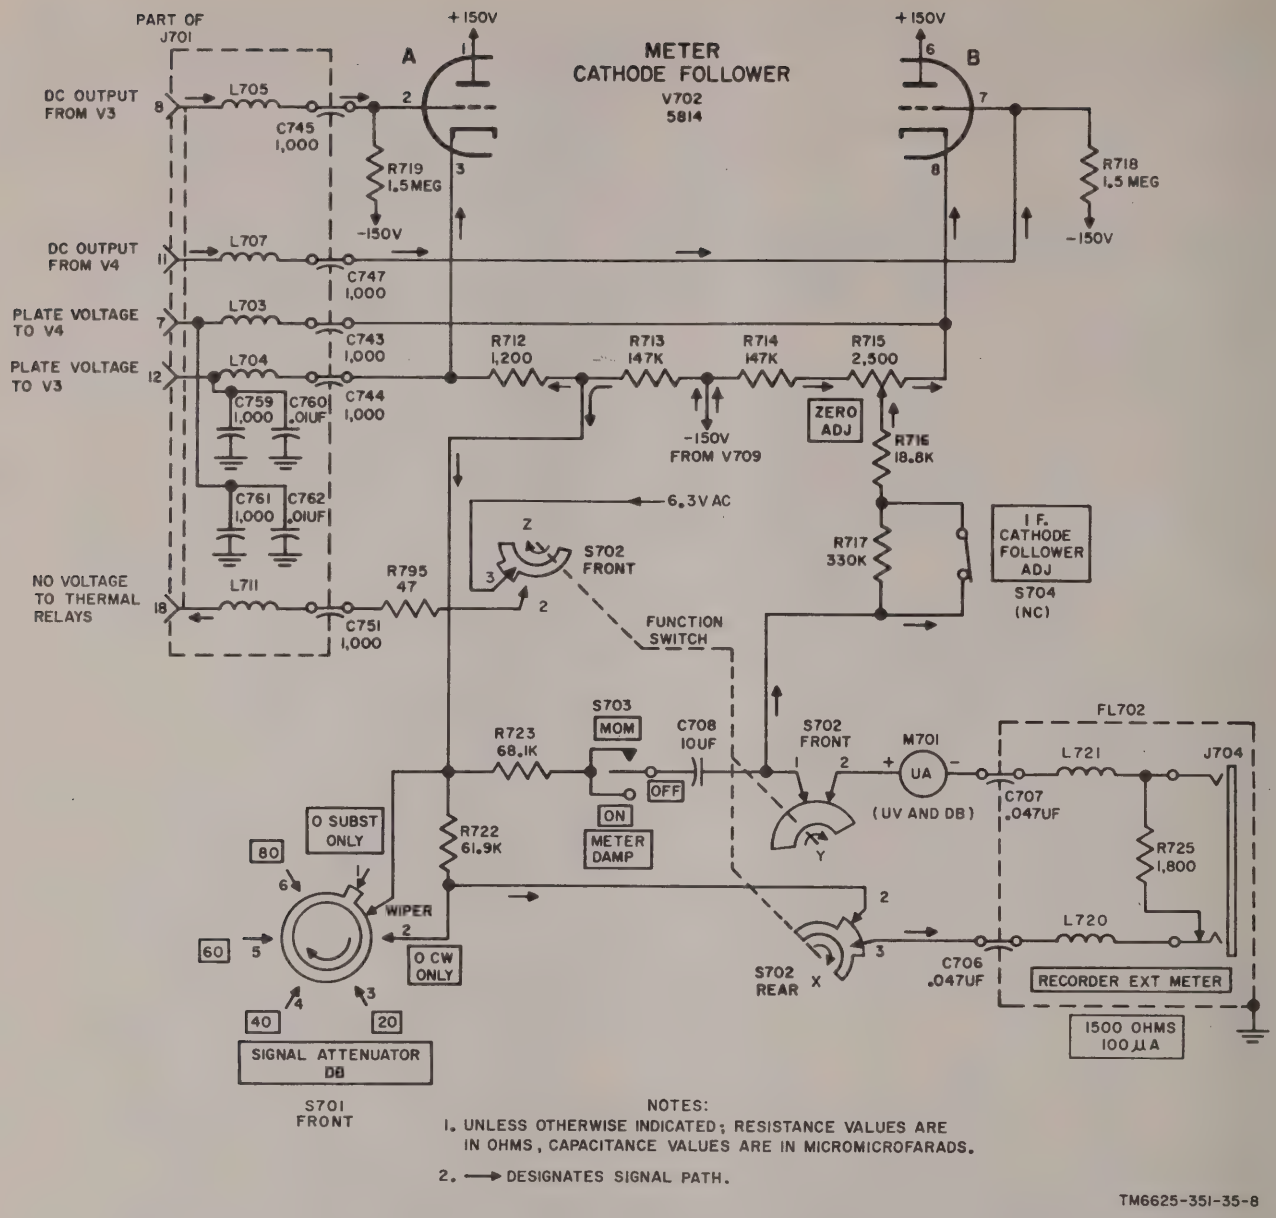

Figure 9. Cathode follower and meter circuit, CW PEAK position of function switch.
19. CW PEAK Position of Function Switch (fig. 9)
Figure 9 shows that the signal path with function switch S702 in CW PEAK position is similar to that in CW AVERAGE position (para 18) except for the following differences: